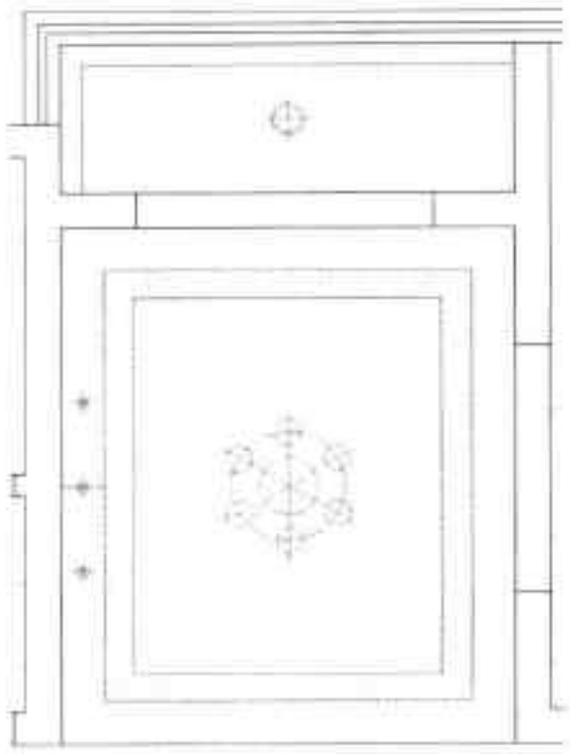

图19-74 复制射灯
Step 21 执行“复制”命令，设置复制距离为600mm，如图 19-74 所示。